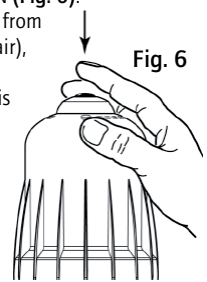

Fig. 6
- Press the bleed button on the top of the DOSATRON **(Fig. 6)**.